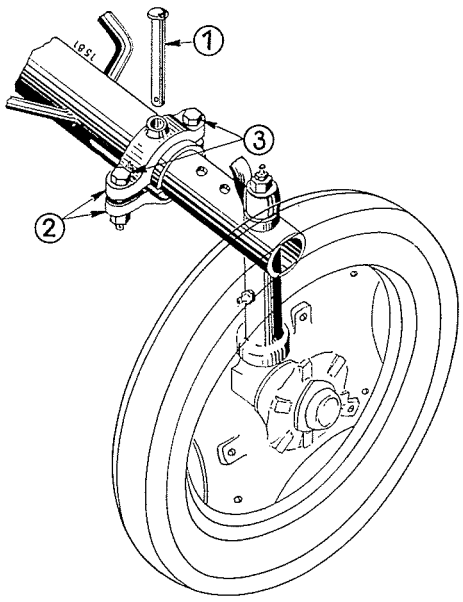

Bild 486
Bei der verstellbaren Vorderachse darauf achten, daß nach Einsetzen des Vorsteckbolzens (1), Bild 486, die Klammern (2) durch die Schrauben (3) gleichmäßig und fest angezogen werden.